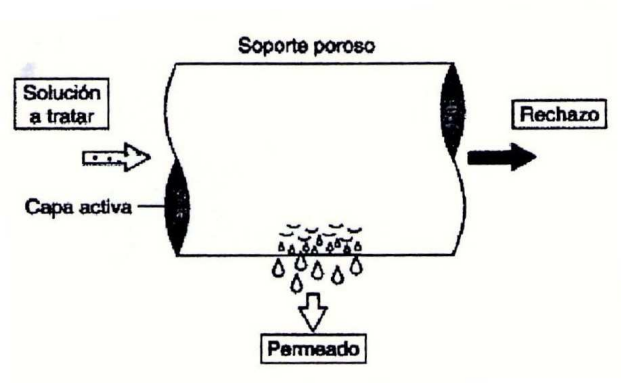

Figura 2.6: Flujos en una membrana tubular
- **Membranas tubulares:** Este tipo de membranas son más utilizadas debido a su mayor área por unidad de volumen, que suele ser de unos 400 m^2/m^3. Es usual que se agrupen dentro de un tubo, de forma que el permeado circula por el tubo mientras que la salida de los tubos interiores constituye el rechazo. En la figura 2.6 se muestra el esquema de circulación de flujos en una membrana tubular. Nótese que, a diferencia de las filtraciones habituales, la dirección del flujo a tratar es paralelo a la membrana, y no perpendicular a ella.